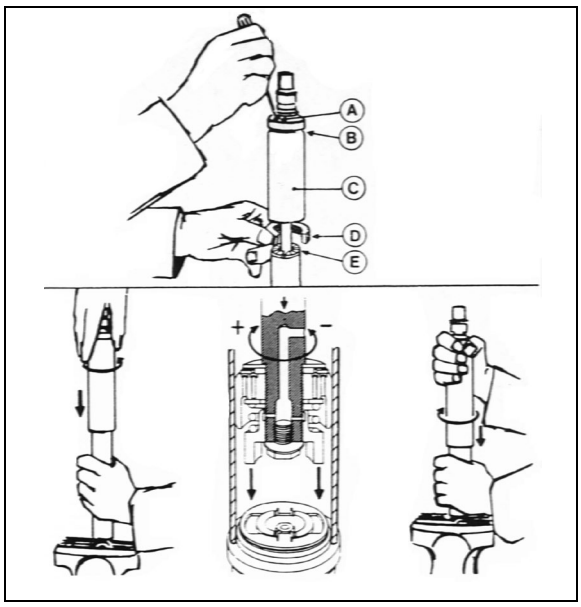

FIGURE 37: DAMPER 18643
To adjust opening and closing cycle speed on damper (Figure 37):
8. Fully close the damper while turning the dust cap or piston rod slowly CCW until it is felt that the cams of the adjusting nut engage in the recesses of the foot valve assembly (Figure 37).
*Where a bump rubber was installed, refit same inside the dust cap and by fully closing the damper, the rubber will seat again at top of the dust cap. Refit the split plastic collar E (*Figure 37*).*